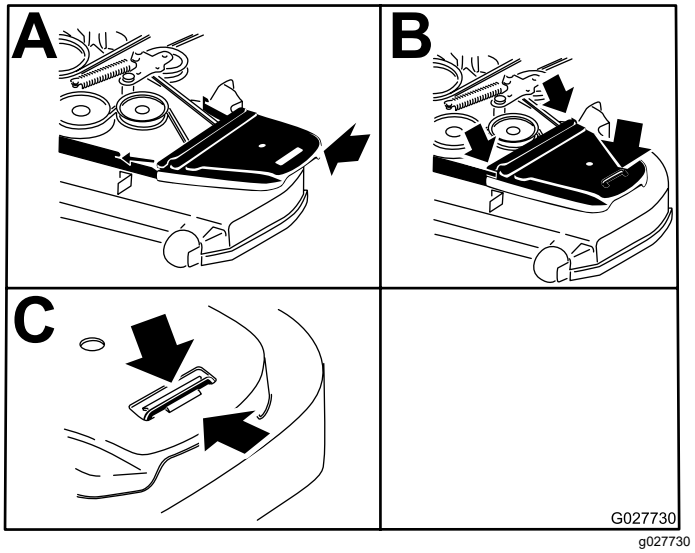

Figur 63
12. Monter remskærmene og de bolte, der sidder på dem (Figur 63).